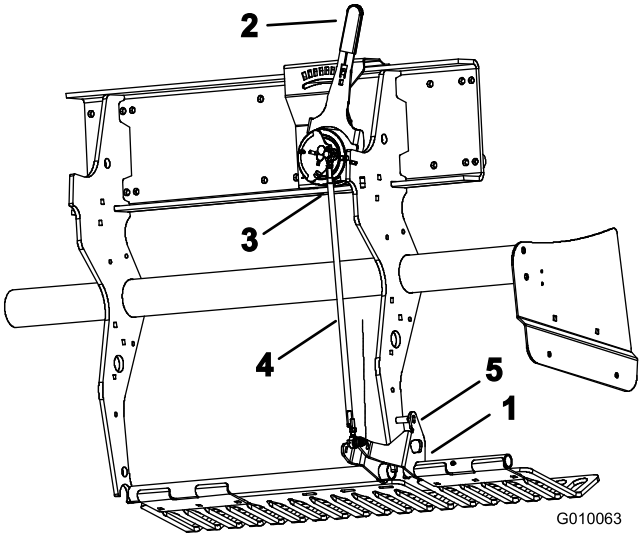

Figur 58
1. Drej det venstre plæneafskærmningsmonteringsbeslag (Figur 58) op, indtil der kan sættes en låsestift (5/16 borestang eller bolt) ind mellem beslaget og det dybdeindstillingsrør, der er svejset fast på rammen.
2. Flyt håndtaget til indstilling af pibedybden (Figur 58) til H-positionen (dybeste).
3. Afbryd den udvendige kuglekontakt (Figur 58) fra ledningsnettet (hoved lavt-kontakt).
4. Løsn kontramøtrikker (venstre og højre) på dybdejusteringsforbindelsesstangen (Figur 58).